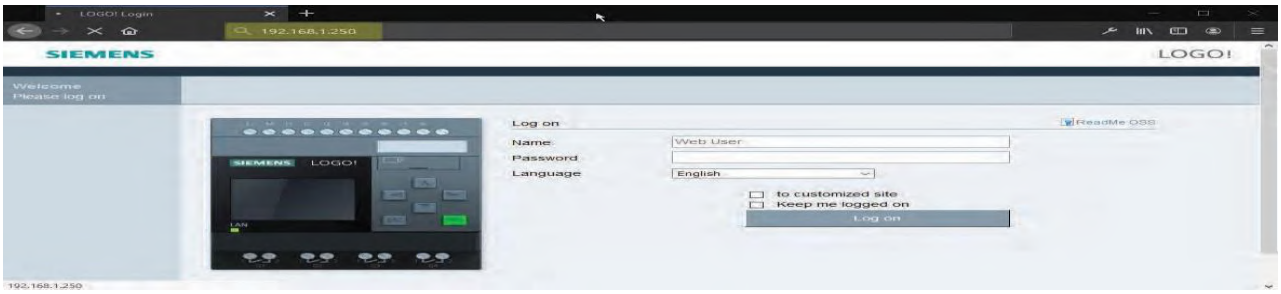

Figure 1
- Comme il est illustré dans la Figure 1, entrez l'adresse IP programmée dans les réglages de la chaudière, soit l'adresse 192.168.1.250. Entrez cette adresse dans la barre du localisateur URL et appuyez sur la touche Enter.